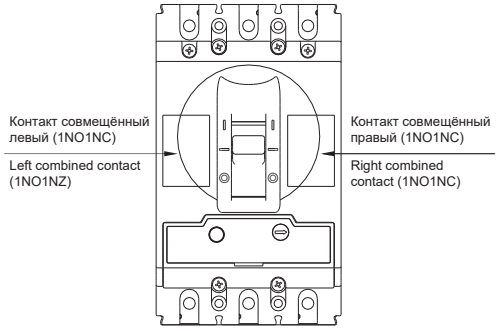

Рисунок 3 – Отсеки для установки устройства / Figure 3 - Device installation compartments
• Установить устройство в соответствующий отсек МССВ, до четкой фиксации (см. рисунок 3);
• Install the device in the appropriate MCCB compartment until it is properly secured (see figure 3);
* В зависимости от исполнения устройства (см. рисунок 3), сторона установки устройства прописана в наименовании. / Depending on the device version (see figure 3), the installation side of the device is specified in the device denomination.